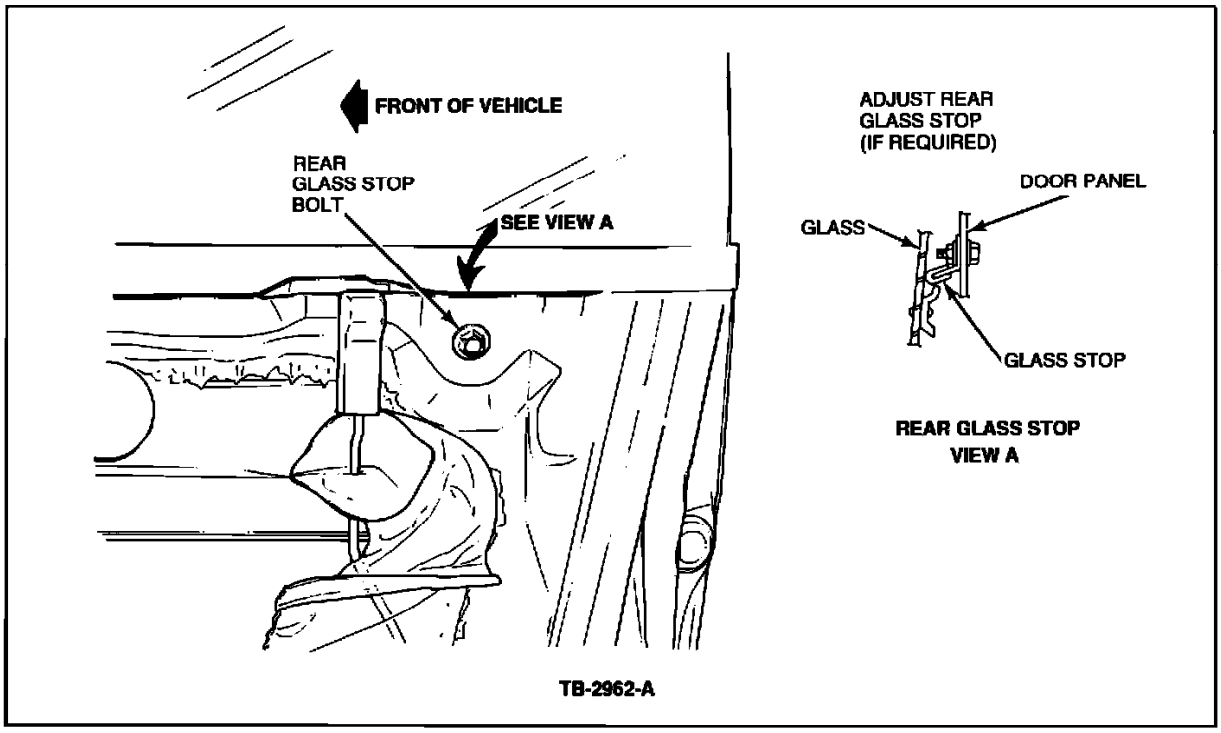

Figure 2
b. If adjustment is required, lower the window 1" (25.4 mm) and move the rear glass stop, Figure 2.